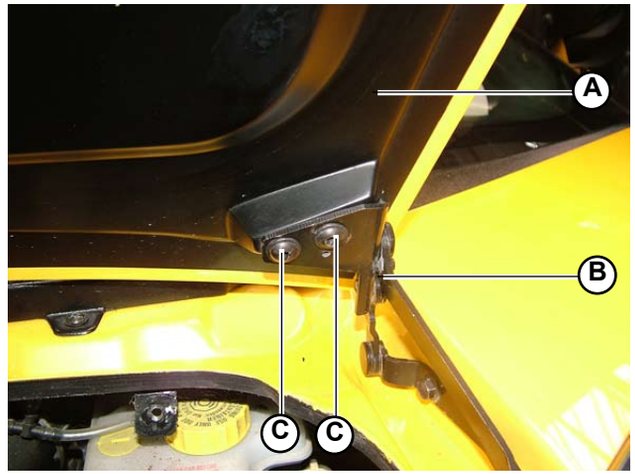

Fig.6
1. Secure the front bonnet (**A-Fig.6**) to the 2 hinges (**B-Fig.6**) using the 2 screws (**C-Fig.6**) (2 screws for each hinge).